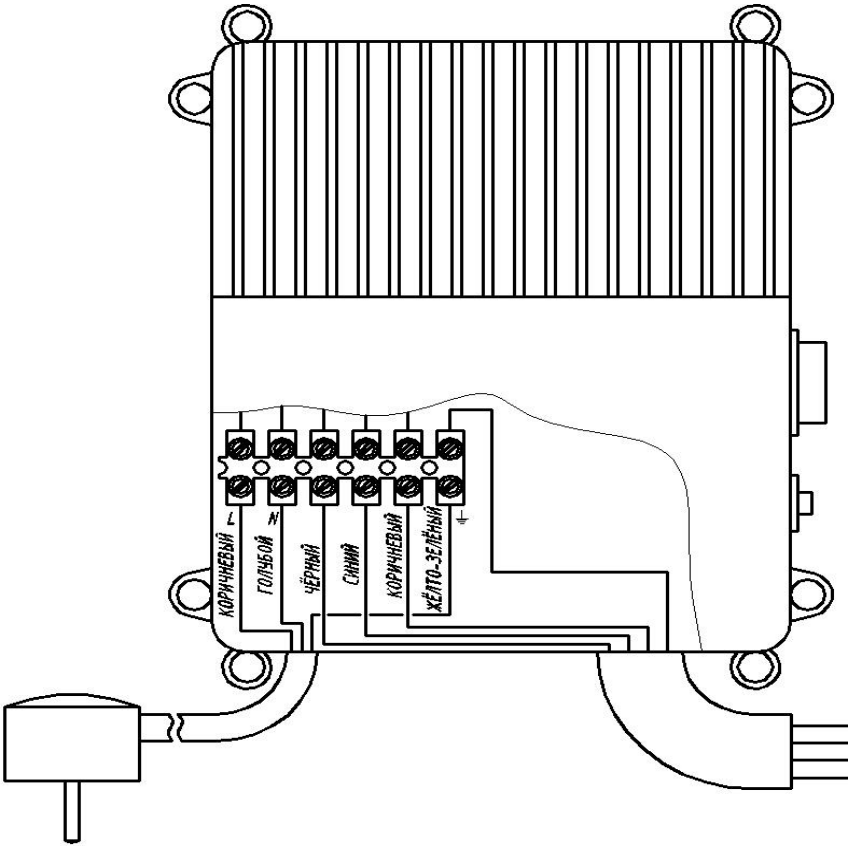
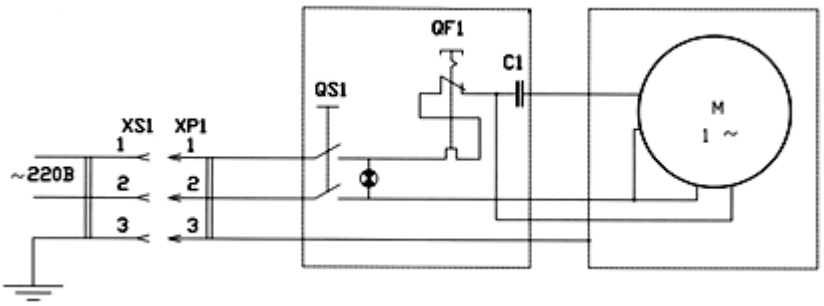

Рис.3
Рис.4
4.3 Пускозащитное устройство внутри имеет клеммную колодку рис.3 для подключения проводов кабеля с обозначениями соответствующими схеме электрической принципиальной рис.4.
4.4 Соединение агрегата с питающей сетью осуществляется посредством штепсельной вилки с заземляющим контактом. Схема электрическая принципиальная показана на рис. 4
6.3.1 Выводные концы электродвигателя соединить пайкой или гильзами с токоподводящим проводом (провода установочные для водопогружных электродвигателей КВВ 3х1,0+1х1,0 ТУ16.К13-035-2004 (для двигателей мощностью не более 1кВт) и КВВ 3х2,5+1х2,5 ТУ16.К13-035-2004 (для двигателей мощностью более 1кВт) или аналогичным проводом) и тщательно заизолировать полихлорвиниловой лентой в 7-8 слоев в полнахлеста на длине 12-15 см или с помощью термоусадочной трубки с внутренним клеевым слоем. Выкрутить четыре винта пускозащитного устройства, снять крышку и вставить в отверстие в основании свободный конец токопроводящего провода аналогично сетевому проводу. Провода вставить в клеммную колодку в соответствии с рис. 3 и закрепить в ней винтами, затем установить крышку на место.